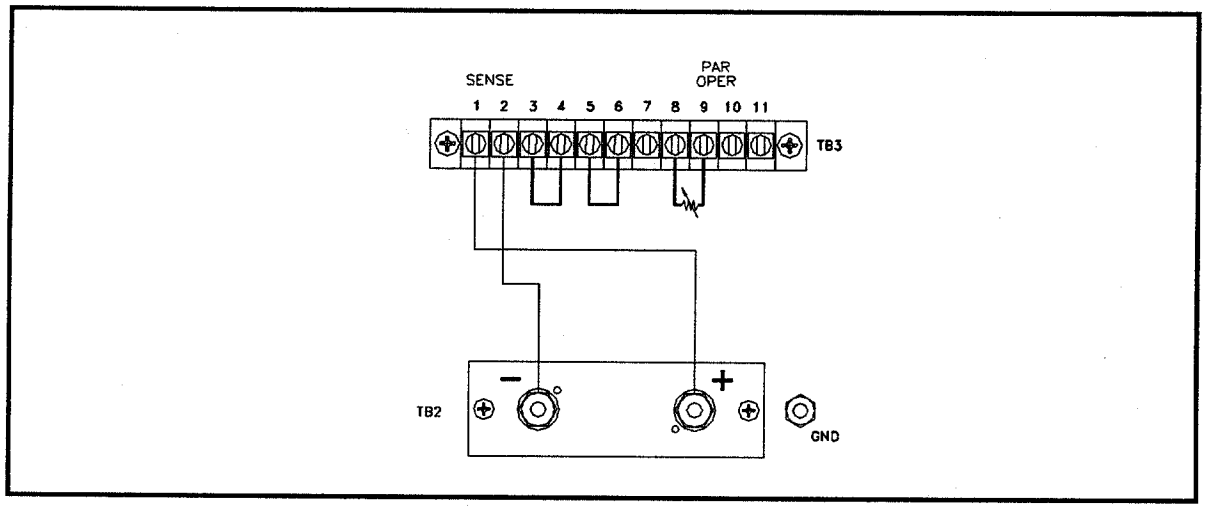

Figure 3-6 Resistance Programming Current Mode Connections
3.3.1 ..... Resistance Programming Current Mode (Figure 3-6)